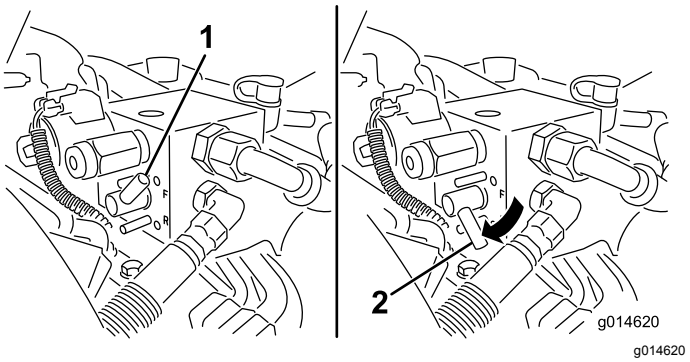

**Figur 50**
5. Drej baglapningsgrebet til positionenBAK (R) (Figur 50).